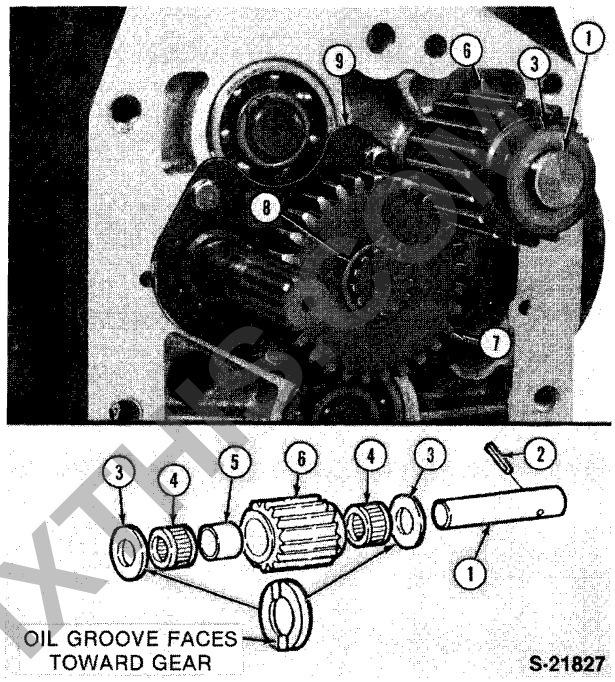

Figure 20
6. Correct the specific gravity reading for temperature variations, Figure 20.
2. Remove the idler gear (6) and shaft (1) from the front of the transmission, Figure 20.
3. Remove the snap ring (8) and remove the countershaft gear (7), Figure 20.